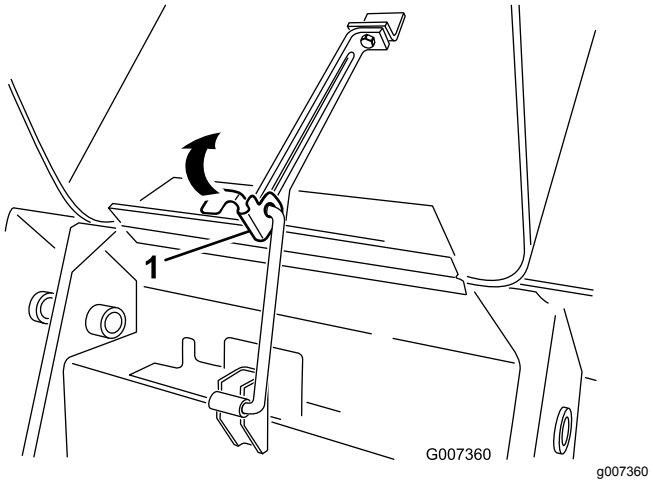

**Figur 25**
1. Lyft upp fliken som håller stöttan på plats (Figur 25)